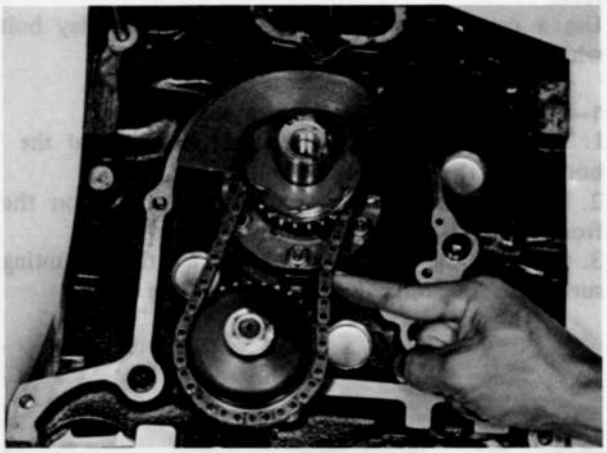

Fig. 1–85 Checking oil pump drive chain slack
4. Check the slack of the oil pump drive chain by pressing a finger as shown in Fig. 1–85.